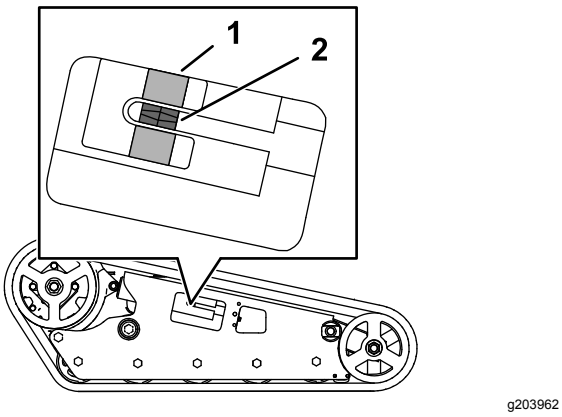

Figuur 56
Controleer of het spanblok uitgelijnd is met de groene indicator op de sticker of dat het blok 1,3 cm verwijderd is van de achterkant van de sleuf van de spanbuis (Figuur 56). Als dit niet het geval is, stel dan de spanning van de rupsbanden af met behulp van de volgende procedure:
4. Gebruik een dopsleutel van ½" en draai de spanschroef linksom tot het spanblok op één lijn staat met de groene indicator op de sticker of 1,3 cm verwijderd is van de achterzijde van de sleuf van de spanbuis (Figuur 56).
8. Controleer dat het spanblok zich in het groene gedeelte van de sticker bevindt, of 1,3 cm van de achterkant van de spanbuis, voor beide rupsbanden (Figuur 56). Indien nodig instellen.